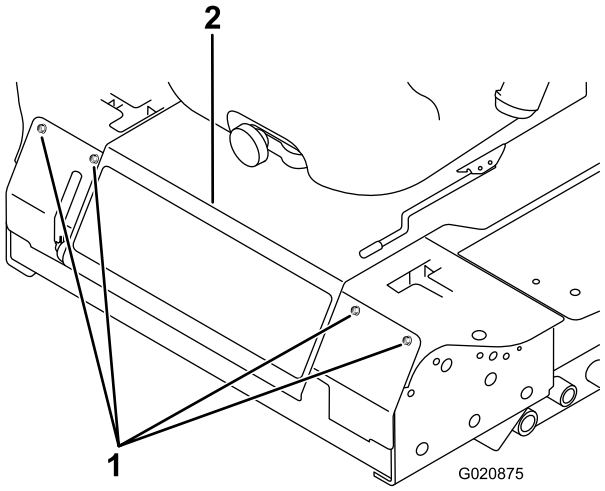

Figur 47
2. Fjern boltene til frontpanelet og fjern panelet (Figur 47).